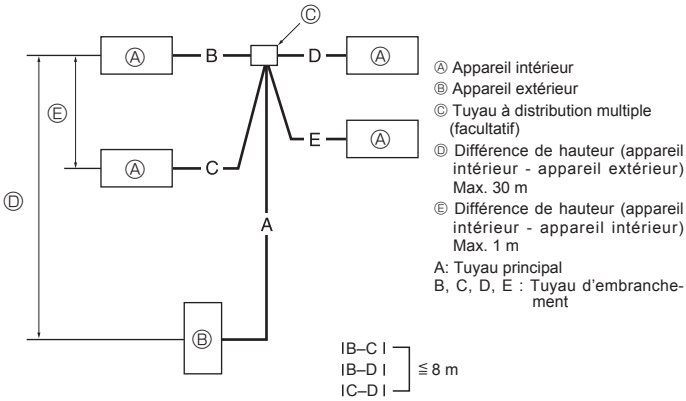

Fig. 4-9
4.7. Pour combinaison double/triple/quadruple (Fig. 4-9)